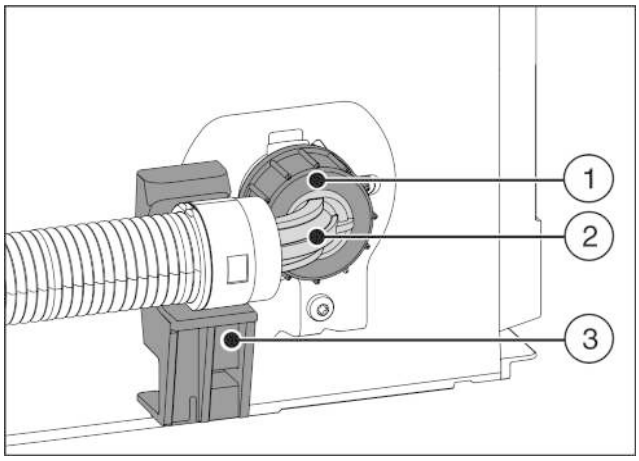

Fig. 22
- ▶ Конец шланга под углом *Fig. 22 (2)* разместить горизонтально на держателе *Fig. 22 (3)* и удерживать.
- ▶ Вручную гайку *Fig. 22 (1)* накрутить на резьбу до обеспечения надежной посадки.